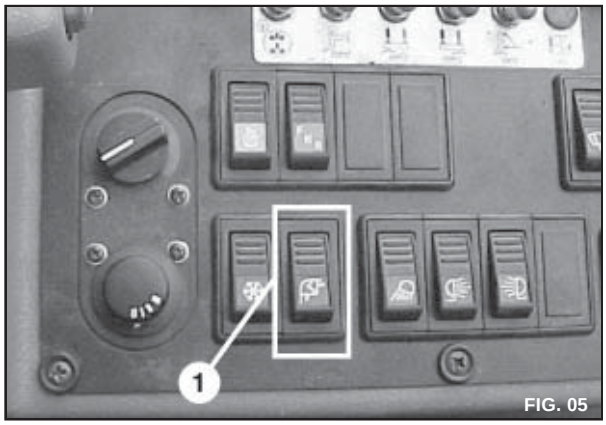

FIG. 05
d) Utilize a função de recirculação para obter máxima capacidade de ar frio. Ligue o interruptor de recirculação de ar (FIG.05).